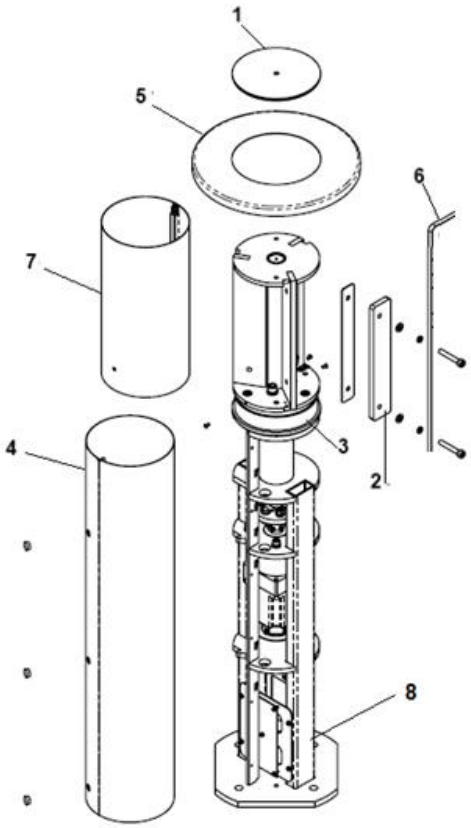

Рисунок 3.1- Расположение элементов на стойке калитки.
4. С помощью плоской отвертки открутить верхний кожух (рисунок 3.1).